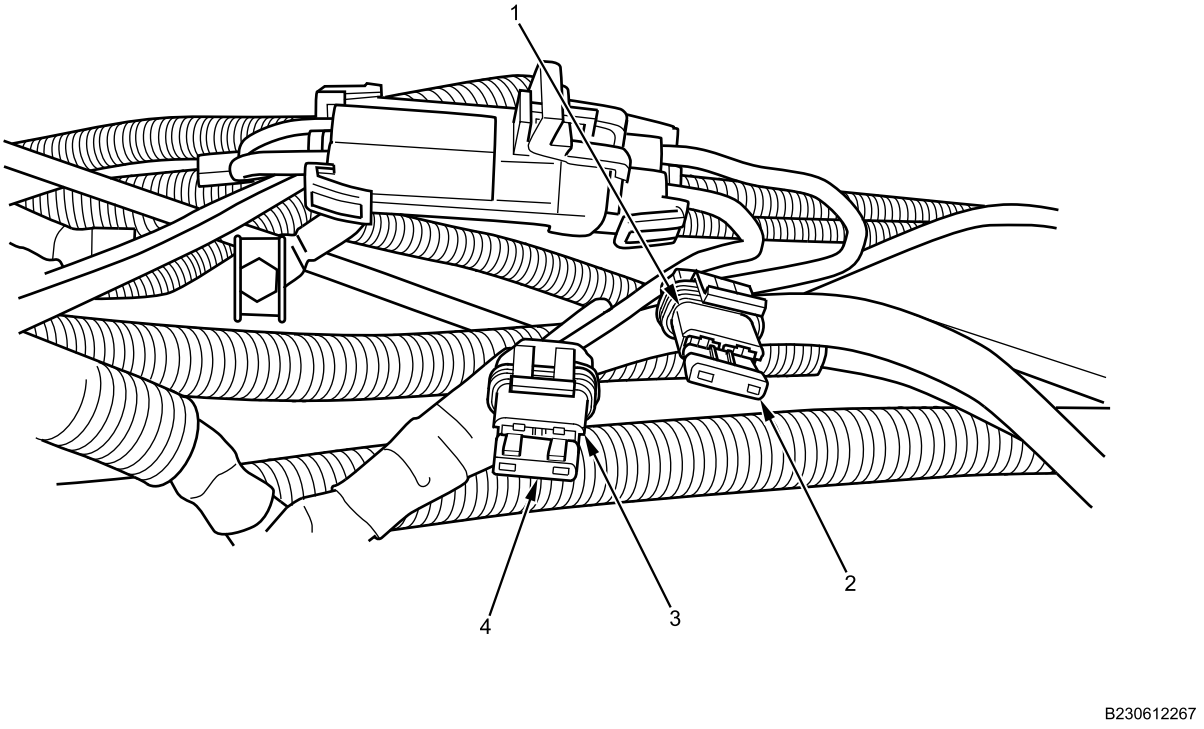

Figure 3. Fuse Removal.
2. Remove 40A ECM fuse (Figure 3, Item 4) from ECM fuse holder (Figure 3, Item 3).
3. Remove 10A TCM fuse (Figure 3, Item 2) from TCM fuse holder (Figure 3, Item 1).